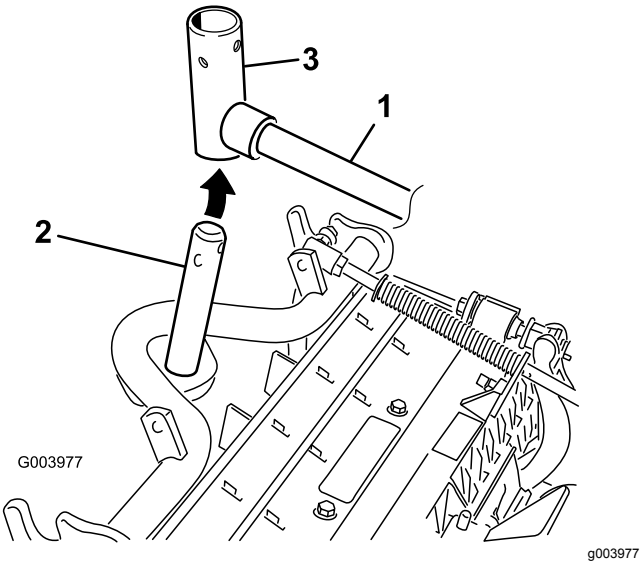

Figuur 11
8. Schuif een van de voorste maaidekken onder de hefarm terwijl u de as van het draagframe naar boven in het juk van het draaipunt van de hefarm brengt (Figuur 11).
B. Breng het juk van de hefarm aan op de as van het draagframe (Figuur 11).